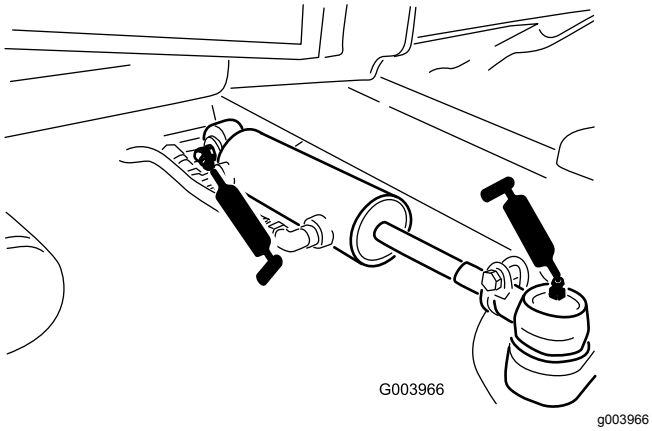

**Figur 81**
- Styretøjscylinderens kugleled (2) (Figur 81)